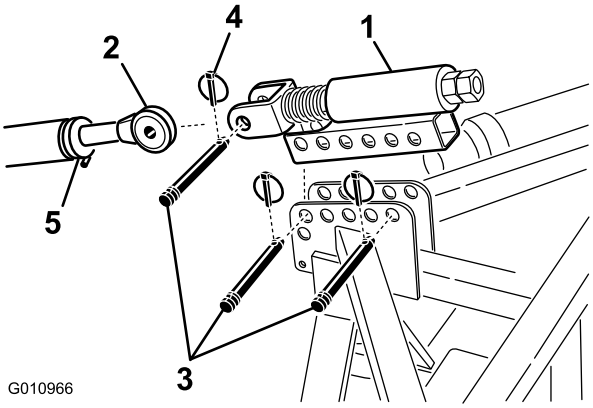

**Figur 9**
1. Monter det fjærbelastede toppleddet og luftemaskinbraketten ved hjelp av to leddtapper og ringstifter (Figur 9)
2. Løsne låsemutteren på traktorens øvre ledd. Juster lengden på øvre ledd helt til det samsvarer med splittpinnen på det fjærbelastede toppleddet på luftemaskinen (Figur 9).
3. Koble traktorens øvre ledd til splittpinnen på det fjærbelastede toppleddet og fest med leddtapp og ringstift (Figur 9).
6. Roter øvre ledd helt til fjæren er komprimert til omtrent 13 mm (Figur 9).